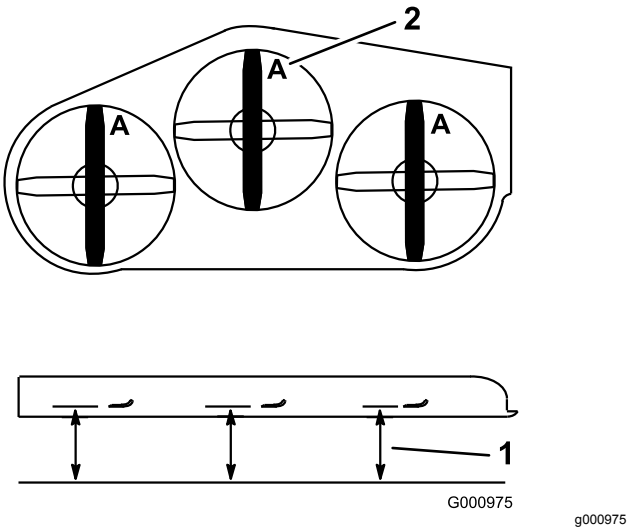

Figura 101
4. Mida desde una superficie nivelada hasta el filo de corte, posición **A**, de las cuchillas (Figura 101).